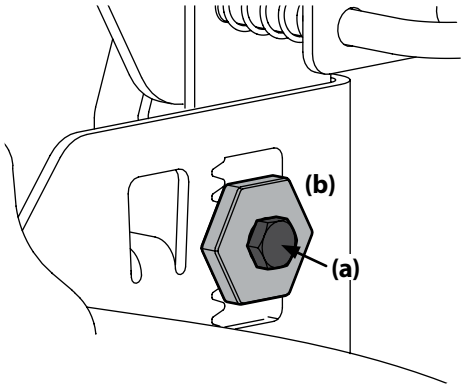

Figura 4-7
3. Afloje, pero NO extraiga, el perno de cabeza hexagonal (a) ubicado en el gancho trasero izquierdo de la plataforma. Consulte Figura 4-7.